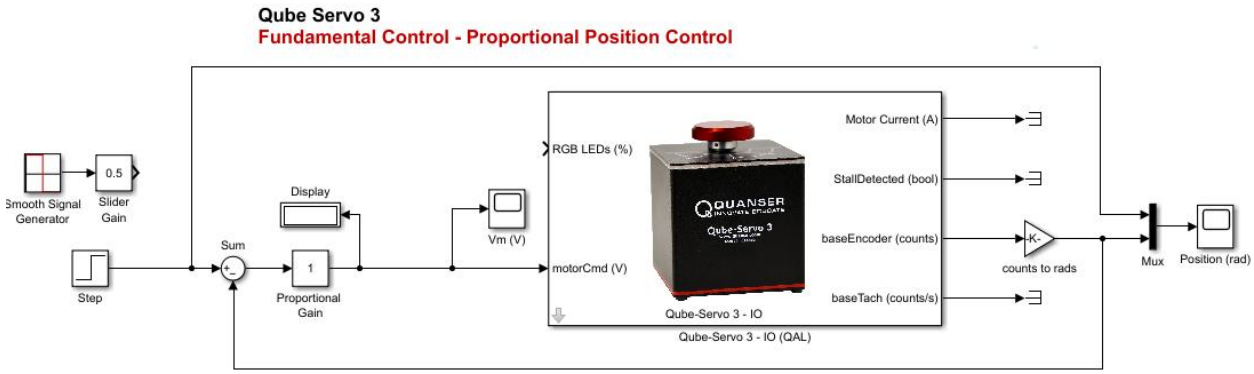

Figure 1: Unity feedback position control for the Qube-Servo 3
Using the gains found to convert encoder counts into rads from the instrumentation labs, use the qs3_proportional_position.slx file to design a model that applies a step as the desired position of 5 rad at second 1 and implements unity feedback position control using the servo position using the encoder, as shown in Figure 1. The unconnected blocks will be used later.
5. Use the gain value found in previous labs to convert the encoder counts to radians on the gain connected to the Encoder output. Connect all the blocks as shown in Figure 1.